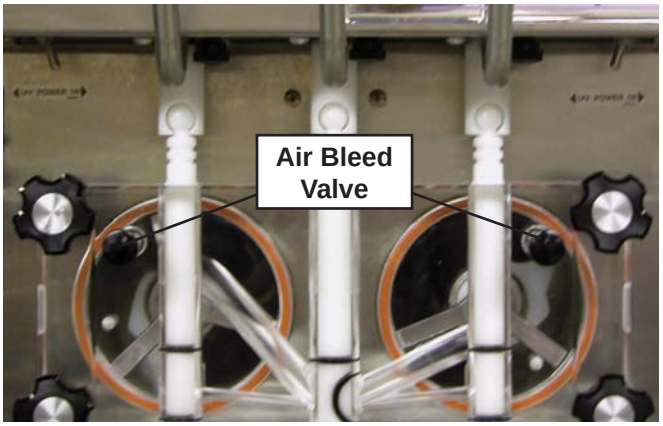

Figure 3-13 Air Bleed Valves
7. Open the air bleed valve on the front door by pressing and holding (Fig. 3-13). Hold the valve open until the mix level in the freezing cylinder is 1/2” from the air bleed valve.